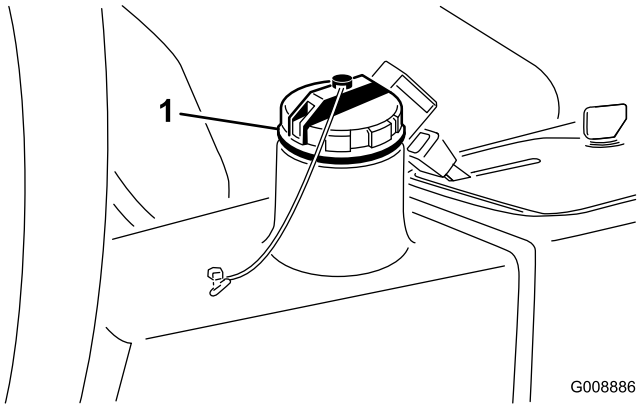

Figur 40
2. Gör rent omkring påfyllningsröret och hydraultanklocket (Figur 40) och ta sedan bort locket.